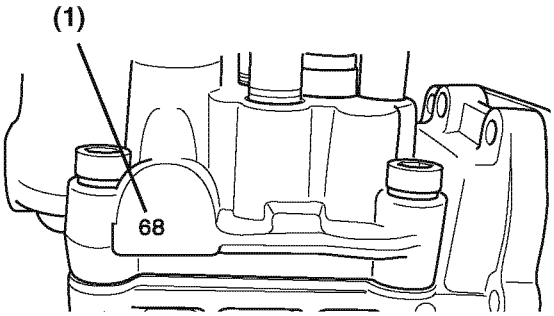

Figure 7-22
If installing a new or recalibrated fuel injection pump, locate and record the timing index number located on the pump housing boss on the engine side of the new or recalibrated fuel injection pump ***(Figure 7-22, (1))****. This number will be used to calculate and adjust the final fuel injection timing.*